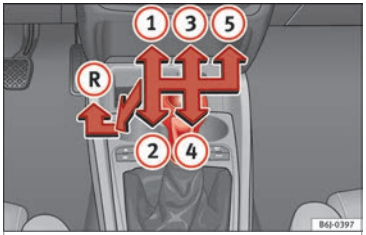

Fig. 28
The position of the gears is indicated on the gearbox lever ››› Fig. 28.
- With the gearbox lever in neutral, push it upwards, move it to the left as far as it will go and then forwards to select reverse ››› Fig. 28 (R).